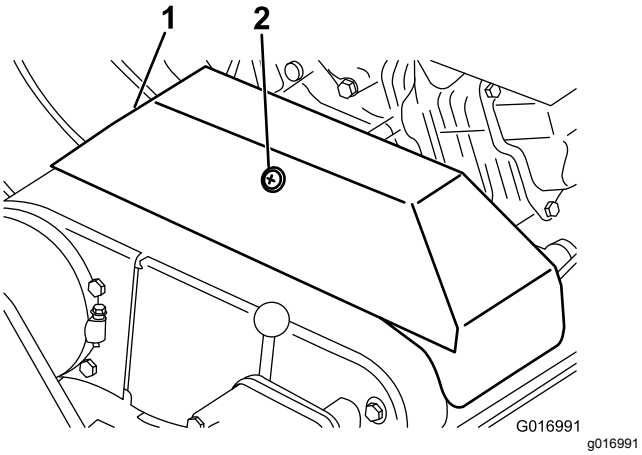

Figur 46
2. Løsn holderen, som fastgør kileremskærmen, og drej skærmen for at åbne den (Figur 46).